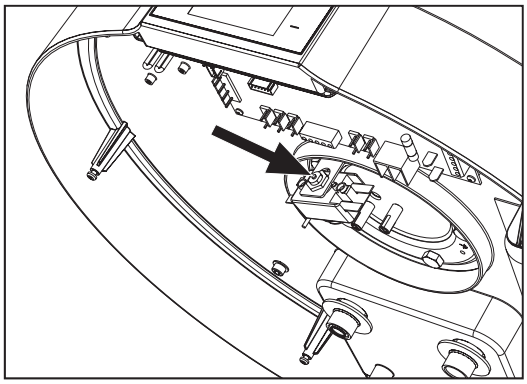

fig. 66- Safety thermostat reset
- Manually reset the tripped safety thermostat (fig. 66). In case of tripping, the central pin of the thermostat comes out by about 2 mm.